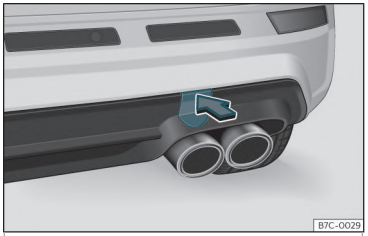

Fig. 43 Pe partea dreaptă a barei de protecție spate: demontați capacul.
Locul de instalare a inelului de tractare cu filet este în partea dreaptă a barei de protecție spate, în spatele unui capac››› **fig. 43** .
- Apăsați partea superioară a capacului ››› fig. 43 pentru a-l desprinde.